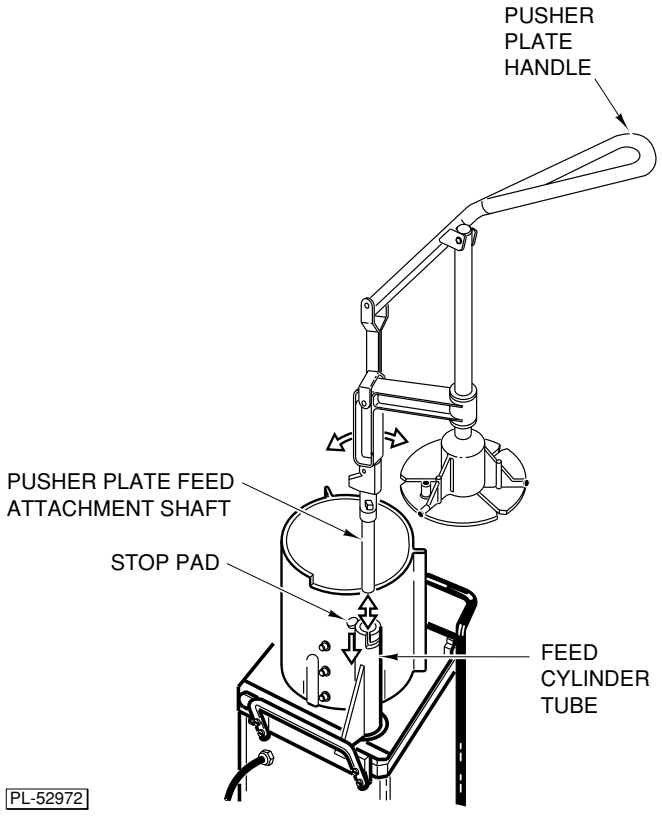

Fig. 10
3. Move the pusher plate handle (Fig. 10) all the way up.
4. Insert the pusher plate attachment shaft (Fig. 10) into the feed cylinder tube (Fig. 10).
6. When removing, press the stop pad (Fig. 10) down, swing the pusher plate attachment out clockwise and remove it.
If the pusher plate attachment is installed, remove it by pressing the stop pad (see Fig. 10) down, then swing the pusher plate attachment out clockwise, and pull it out of the feed cylinder tube.